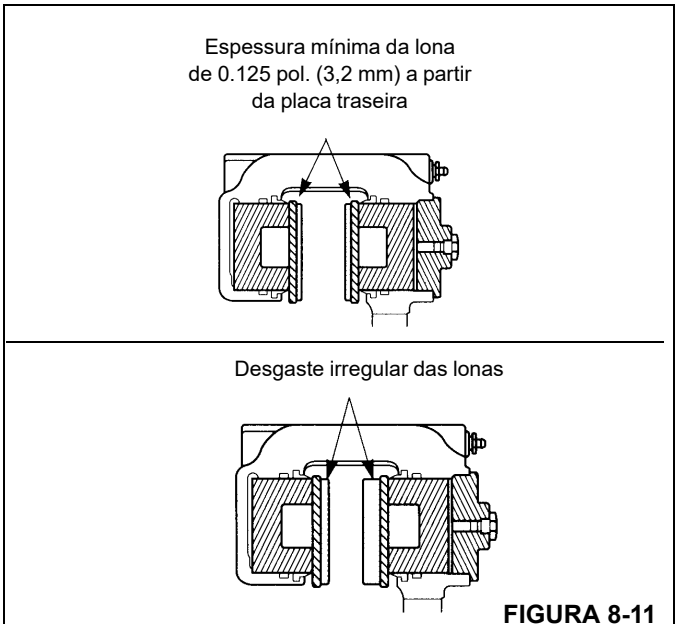

FIGURA 8-11
- Desgaste das lonas–Substitua as lonas quando a sua espessura for inferior a 0.125 pol. (3,2 mm) a partir da placa traseira (Figura 8-11).
- Desgaste das lonas não uniforme–Substitua as lonas se a espessura das duas lonas for significativamente diferente. Verifique se os pistões estão operando corretamente. Substitua o pistão e/ou a carcaça se um pistão ficar preso no furo. Verifique se a superfície do disco está plana e paralela às lonas (Figura 8-11).